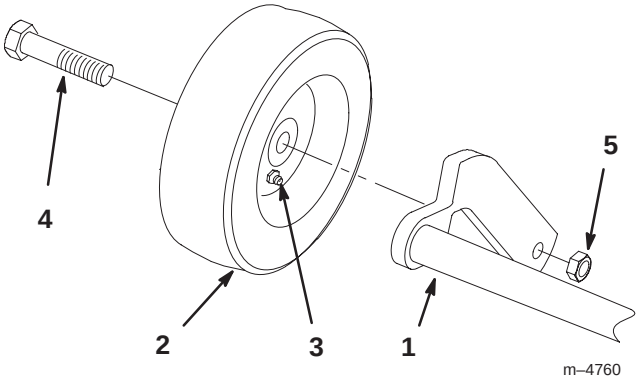

Abbildung 1
1. Die Spurräder an der Außenseite der Arme am hinteren Gestell anbringen. Der Schmiernippel am Rad muß nach innen zeigen (Abb. 1).
2. Mit Ansatzschraube und 3/8”-Sicherungsmutter mit Sicherungsstück innen am Gewinde befestigen (Abb. 1).